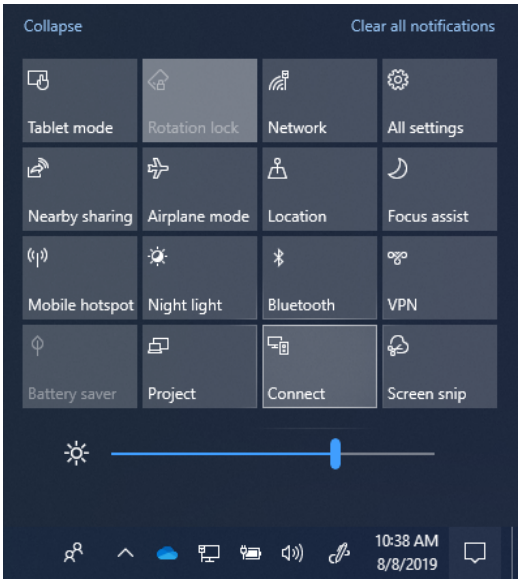

Figure 1: Connect Quick Action
- **Through the Action Center.** In the Action Center (Figure 1), click the **Connect Quick Action**.